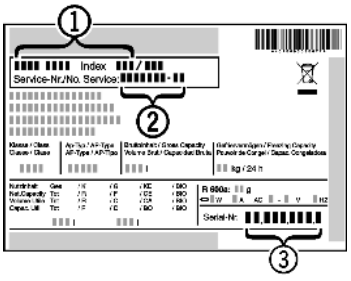

Fig. 13
▶ Read the appliance designation *Fig. 13 (1)*, service No. *Fig. 13 (2)* and serial No. *Fig. 13 (3)* off the type plate located inside the appliance on the left-hand side.
▶ Notify the customer service, specifying the fault, appliance designation *Fig. 13 (1)*, service No. *Fig. 13 (2)* and serial No. *Fig. 13 (3)*.